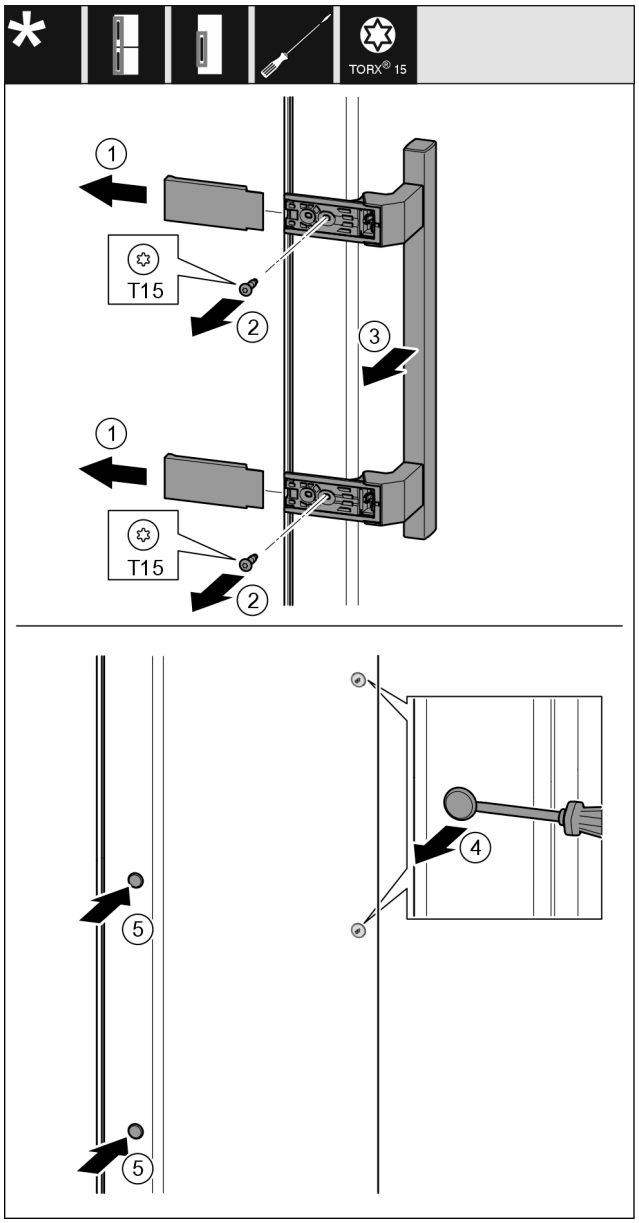

Fig. 8
- ▶ Noņemiet pārsegu. *Fig. 8 (1)*
- ▶ Izskrūvējiet skrūves ar skrūvgriezi Torx 15. *Fig. 8 (2)*
- ▶ Noņemiet rokturi. *Fig. 8 (3)*
- ▶ Paceliet uzmanīgi ar plakano skrūvgriezi un izvelciet ārā sānu aizbāzni. *Fig. 8 (4)*
- ▶ Ievietojiet atpakaļ aizbāzni otrajā pusē. *Fig. 8 (5)*